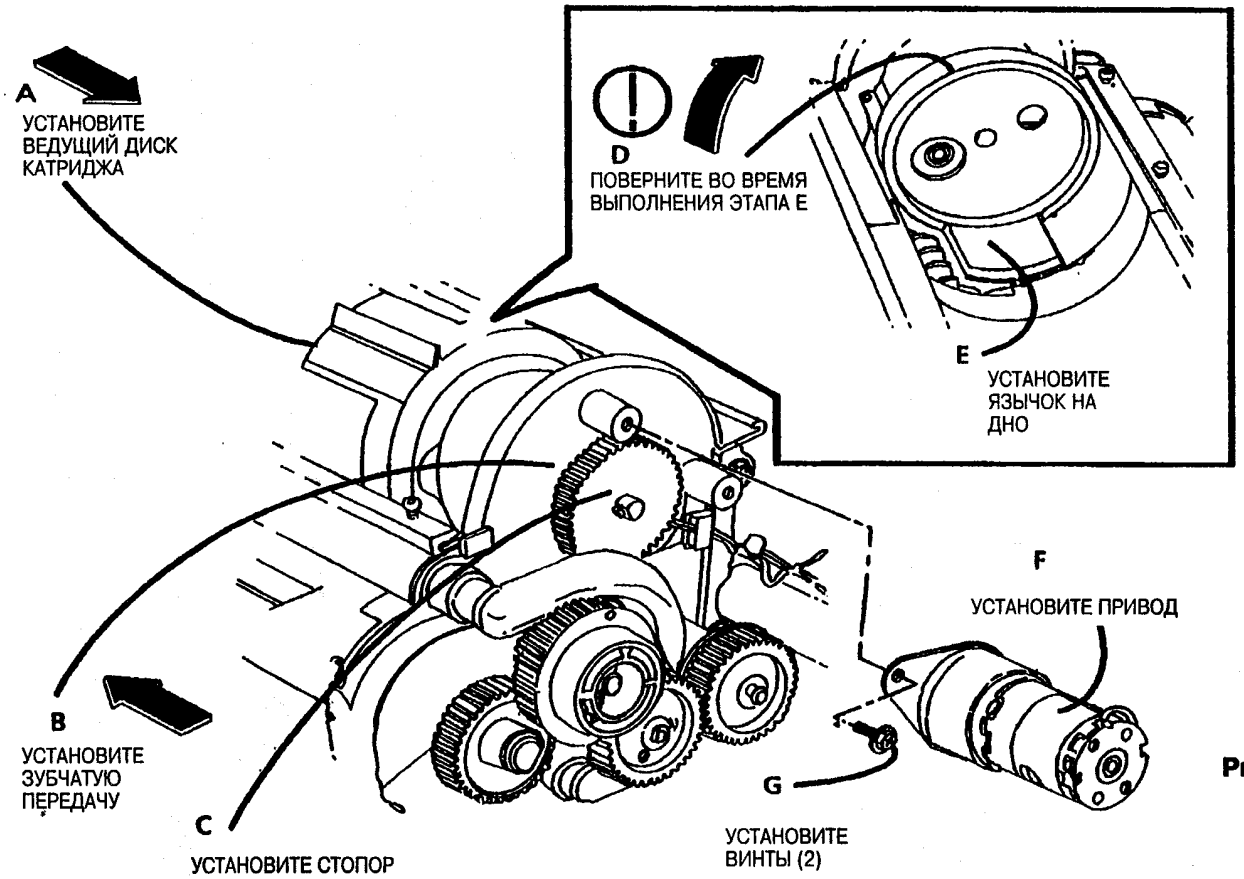

Рис. 4. Установите ведущий диск катриджа
ЭТАП 3D: Для предотвращения повреждения уплотнения ведущего диска, всегда вращайте ведущий диск в направлении, показанном на рис.4.
3. (Рис. 4): Заново установите ведущий диск катриджа.